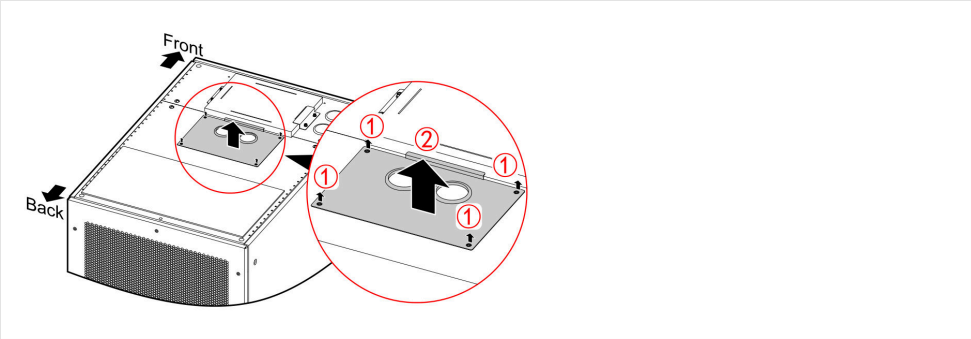

FIGURE 3-34 Step 1 — top plate of the networking device
1. Remove the top plate of the networking device (Figure 3-34).